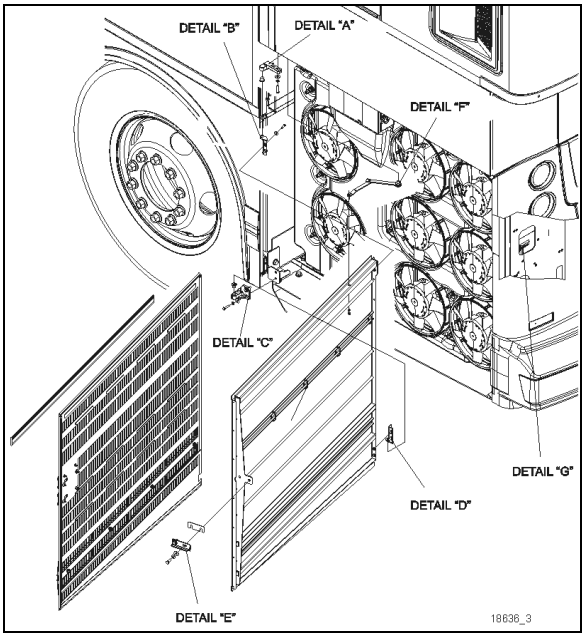

FIGURE 74: RADIATOR DOOR
1. Loosen the bolts, (“A” & “C”, Figure 74) holding the hinge to the vehicle structure to shift the door "LEFT or RIGHT".
2. Loosening the bolts (“B” and “D”, Figure 74) allows the door to be shifted "UP or DOWN".
To adjust the latch mechanism (“E” and “G”, Figure 74) and the striker pin:
1. Open the door and slightly loosen the latch tab (“E”, Figure 74).